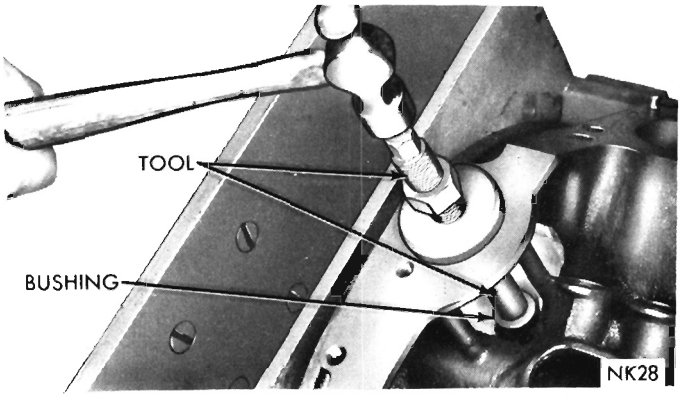

Fig. 37—Installing Distributor Drive Shaft Bushing
(1) Slide new bushing over burnishing end of Tool C-3053 and insert the tool and bushing into the bore.
(2) Drive bushing and tool into position, using a hammer (Fig. 37).